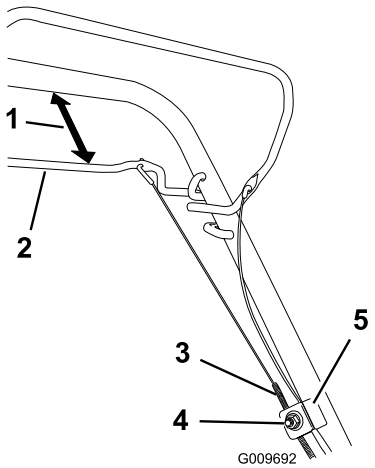

Bild 31
1. Lösen Sie die Kabelstützenmutter (Bild 31).
2. Halten Sie den Selbstantriebsbügel 25 mm bis 38 mm vom Bügel entfernt (Bild 31).
3. Ziehen Sie den Kabelmantel (zur Maschine), bis das Kabel stramm ist (Bild 31).